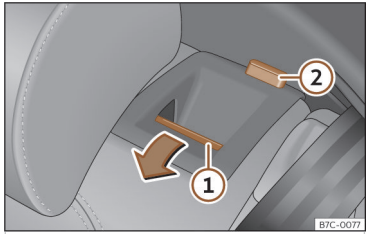

Fig. 90 Asiento trasero: abatir el respaldo.
- Pulse la tecla de desbloqueo ››› fig. 90 ① hacia delante y, al mismo tiempo, abata el respaldo. El respaldo trasero está desbloqueado cuando se ve una marca roja en la tecla ②.